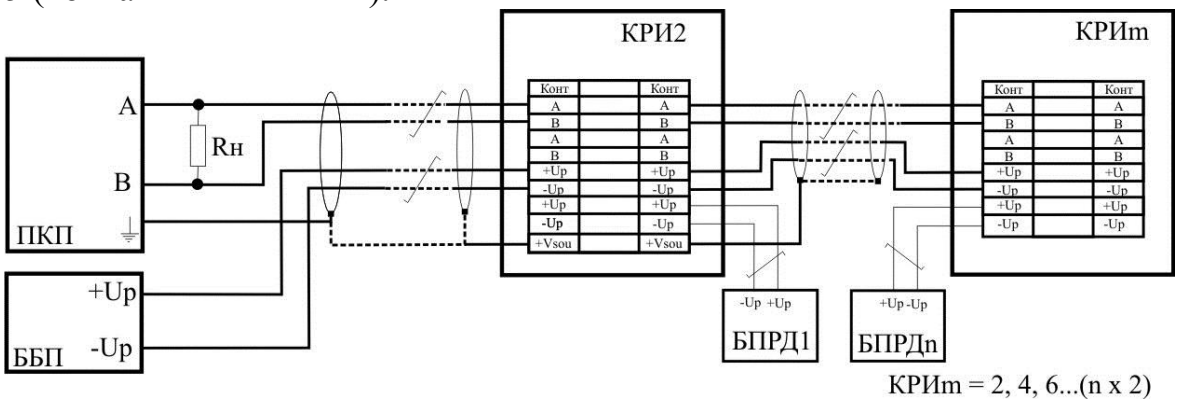
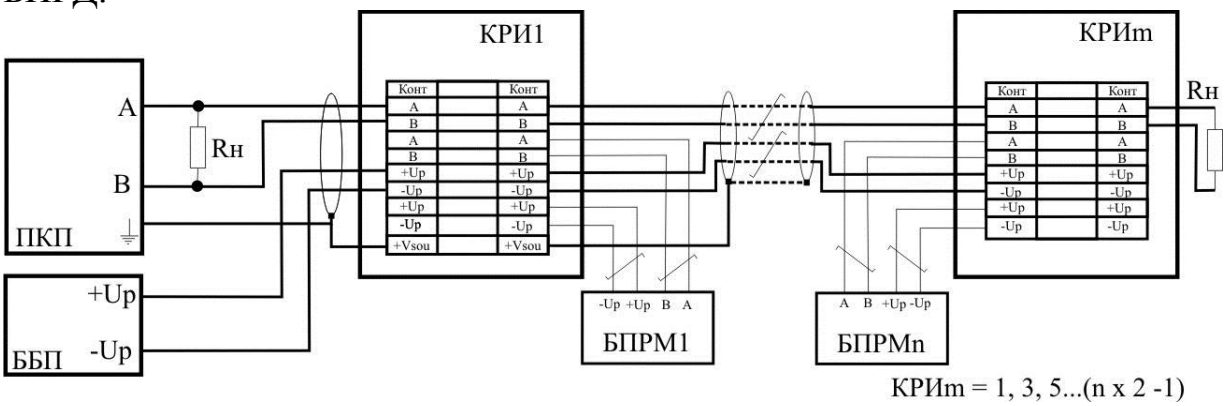

Рис. 10.3
Рис.10.4
10.6.2 ***Кабель БПРД*** подключить к зажимам КРИ (КССТ-1, КССТ-2, КС-1, КС-2 или др.) в соответствии с маркировкой, рис.10.3 и табл. 10.3. (табл. 10.4 для модификации «С»). На КРИ последнего БПРД можно не подключать линию связи RS-485 (контакты «А» и «В»).
10.6.3 ***Кабель БПРМ*** подключить* к зажимам КРИ * в соответствии с маркировкой на КРИ (КССТ-1, КССТ-2, КС-1, КС-2), рис. 10.4 и в табл. 10.5 (в табл. 10.6 для модификации «С»). На рис. 10.3 показаны только подключения БПРМ, начиная с первого. Необходимо учитывать, что БПРМ, как правило, чередуются с БПРД.